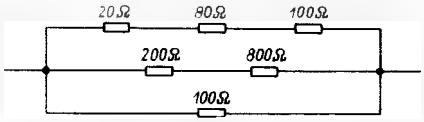

Bild 1
3. Berechnen Sie für die gemischte Schaltung nach *Bild 1* den Gesamtwiderstand dieser Schaltung.